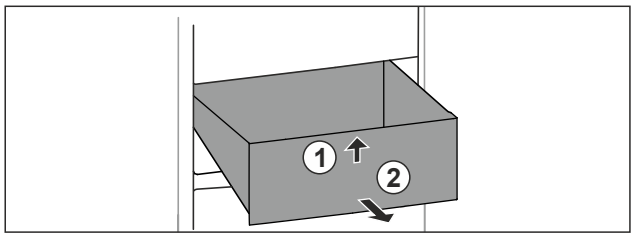

Fig. 25
- ▶ Приподнимите выдвижной ящик спереди. *Fig. 25 (1)*
- ▶ Извлеките выдвижной ящик движением вперед. *Fig. 25 (2)*